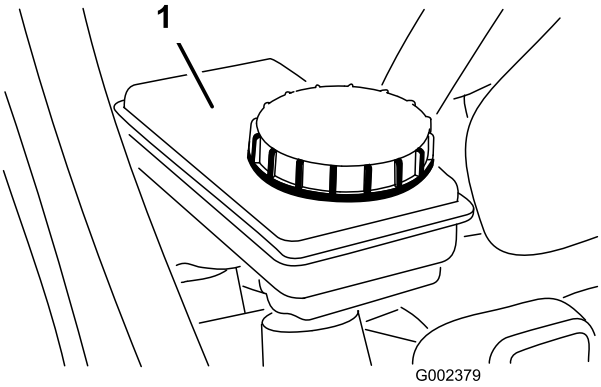

**Figur 21**
2. Væskestanden skal være op til linjen Full (fuld) på beholderen (Figur 21).